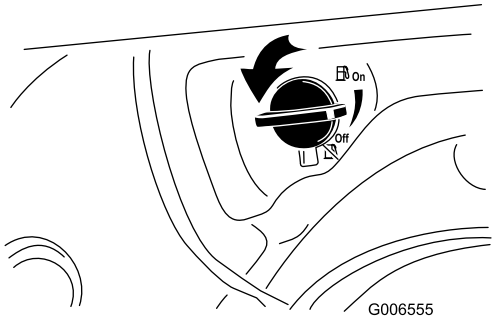

Rysunek 20
2. Przekręć zawór odcinający paliwo o 1/4 obrotu w lewo, aby go otworzyć (Rysunek 20).